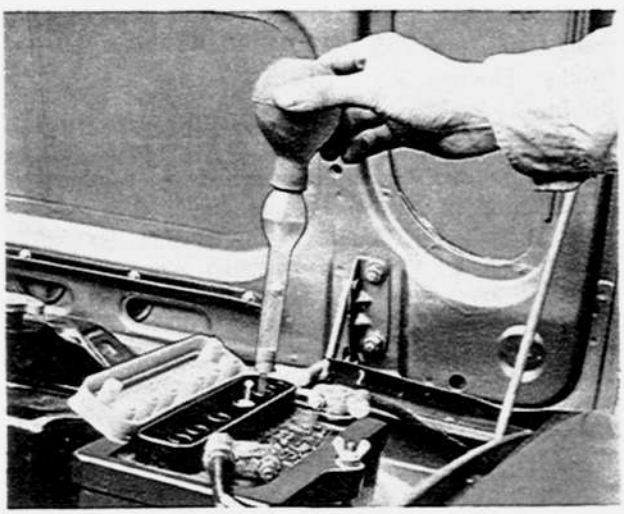

Fig. 5–1 Checking the specific gravity
2. Check the specific gravity of the electrolyte with a hydrometer, as shown in Fig. 5–1. If the reading is 1.26 or more, it indicates that the battery is fully